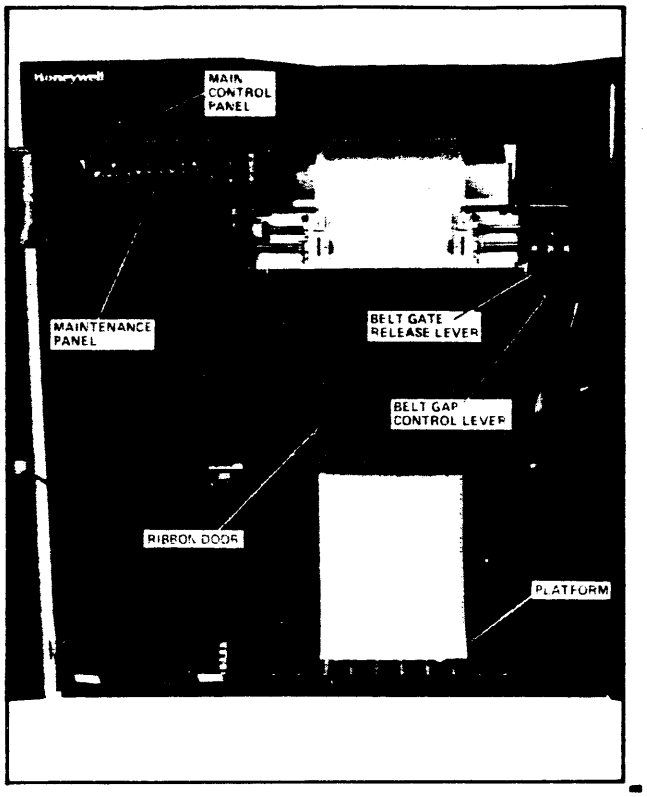

Figure C-20
3. To gain access to paper track, open both front doors and then open belt gate by pulling release lever on right-hand end of gate (Figure C-20).
4. Remove paper from box and then place paper on platform (Figure C-20).